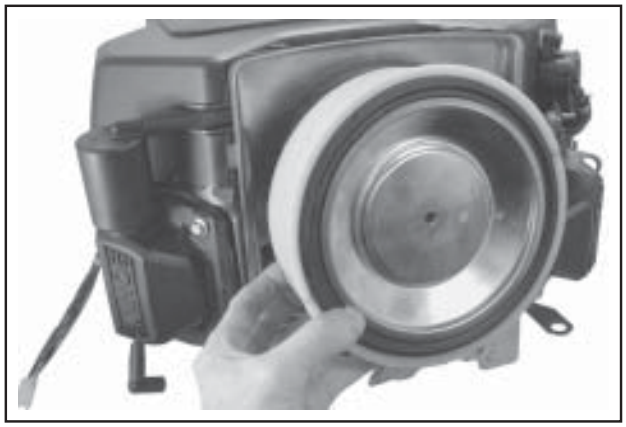

Figure 9-6. Removing Standard Element and Precleaner.
3. Remove the element cover, element and precleaner. See Figure 9-6.